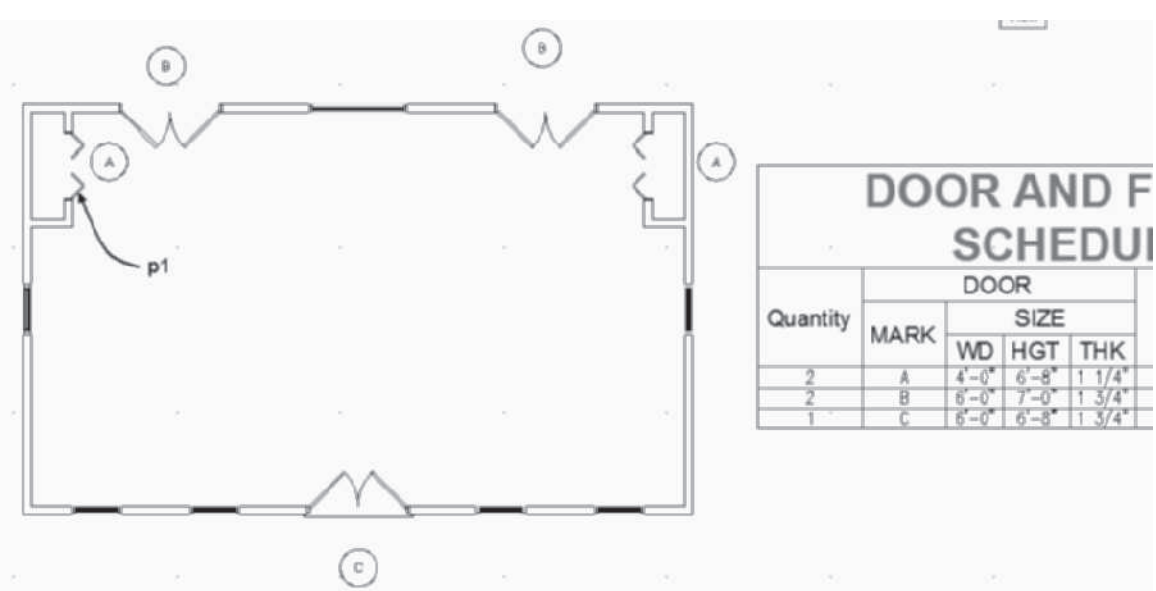

FIGURE 11.87 *Door schedule revised by style*
17. Door thickness is a style-based property; select door **A** at **p1**, as shown in Figure 11.87, right-click, and choose **Edit Door Style** from the shortcut menu. Select the **Dimensions** tab of the **Door Style Properties – Bifold – Double** dialog box; edit Door Thickness = **1-1/4"** **[30]**. Click **OK** to dismiss the Door Style Properties – Bifold – Double dialog box.